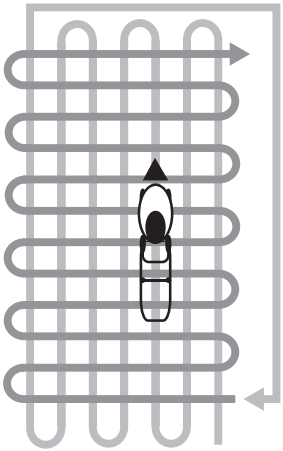

Рис. 19 Схема скашивания высокой и/или загущенной травы
5. При скашивании в тяжелых условиях (п. 3,4) рекомендуется двигаться медленнее или проводить повторный покос с меньшей высотой скашивания. На Рис. 19 представлена схема движения газонокосилки при скашивании высокой и/или загущенной травы.